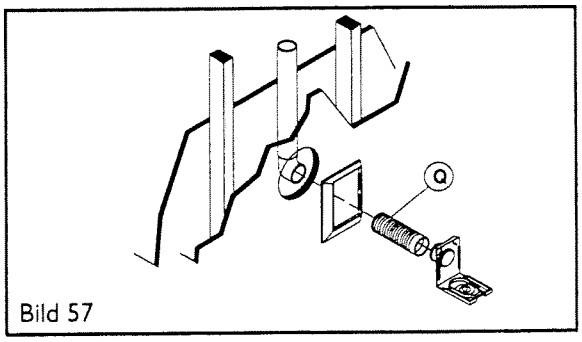

Bild 57
Wird ein Verlängerungsrohr (Q) benötigt (Bild 57), muss es passend gekürzt werden; danach Bogenverbindung und Staubrohr mit Hilfe des Verlängerungsrohrs fest gegen die Rückwand drücken. Nicht vergessen, den Dichtungsring in die richtige Rille zu verlegen. Jetzt die Niederspannungs-Steuerleitung an die Saugdose anschließen.